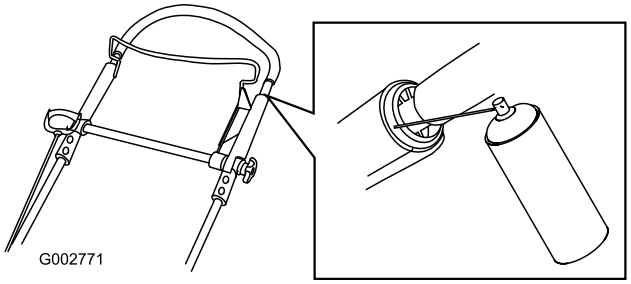

Figuur 40
1. Spuit het plastic uiteinde van de binnenste handgreep in (Figuur 40).